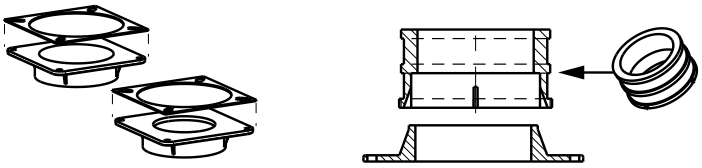

Fig. 57 – Vent Coupling and Adapter with Gaskets
1. Apply the gaskets to the vent pipe and combustion air pipe adapters. If supplied, remove and discard round center "slug" from interior of gasket (Fig. 57).